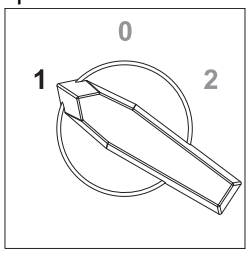

Figure 3-43. Flex Switch—Position 1
8. See *Figure 3-43*. Switch the flex switch (if equipped) to position 1.